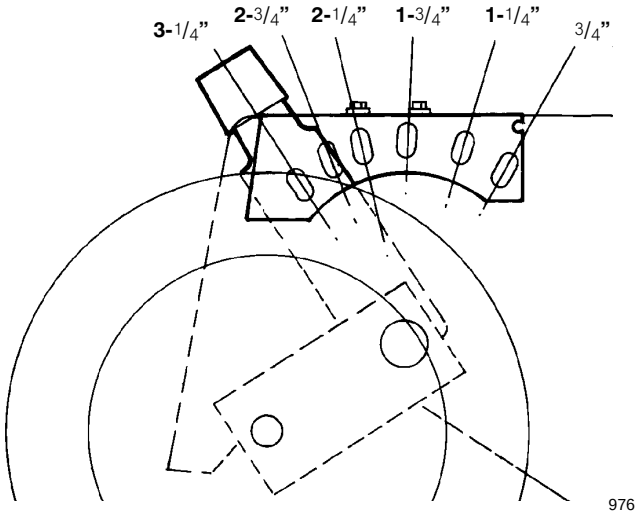

Figure 9
- Grass grows at different rates at different times of the year. In the heat of the summer, it is generally best to cut grass at the 1-3/4", 2-1/4" or 2-3/4" height-of-cut settings (Fig. 9). Only about 1/3 of the grass blade should be cut off. Cutting below the 1-3/4" setting is not recommended unless grass is sparse or it is late fall when grass growth begins to slow down.
The height-of-cut is adjustable from approximately 3/4 to 3-1/4 inches (19 mm to 83 mm), in 1/2 inch (12.7 mm) increments (Fig. 9). Moving height-of-cut adjuster forward raises height-of-cut.